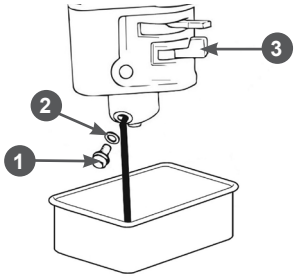

Рис. 12 Обслуживание карбюратора
1. Установите рычаг 3 топливного крана (Рис. 12) в положение «ЗАКРЫТО».
3. Открутите болт 1 сливного отверстия и слейте топливо из поплавковой камеры карбюратора (Рис. 12).